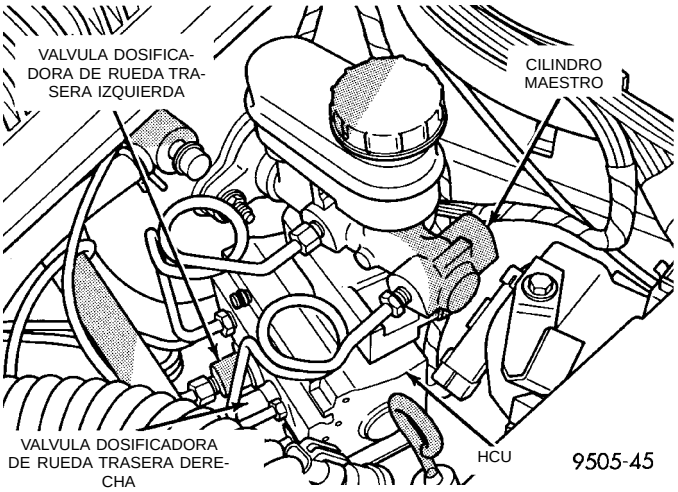

Fig. 23 Posición de la válvula dosificadora de rueda trasera en la HCU
(1) Desconecte la conexión del tubo de freno de la válvula dosificadora que debe retirarse de la HCU (Fig. 23).
(2) Retire de la HCU la válvula dosificadora (Fig. 23) que debe reemplazarse.